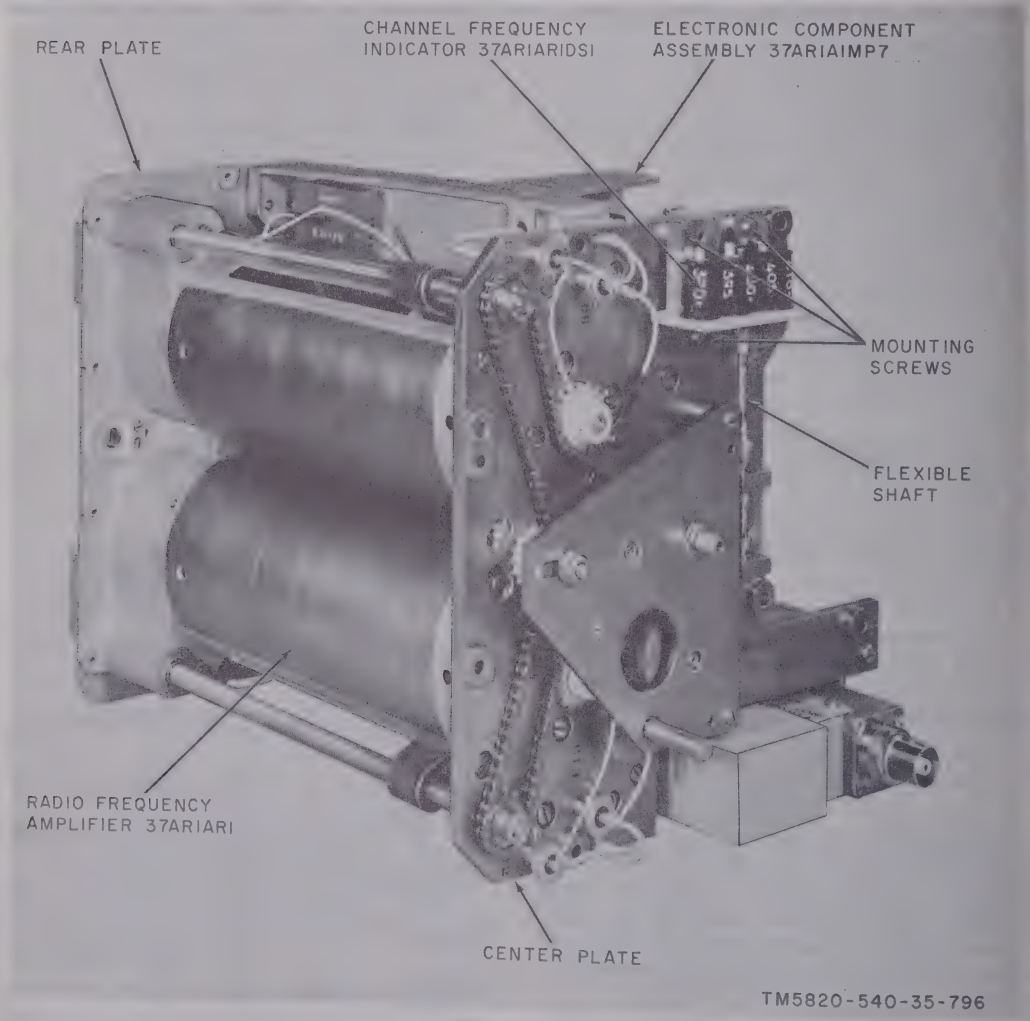

Figure 4–311. Band II Transmitter RF head, front view, front panel removed.
(1) Remove control panel 37MP1 as described in paragraph 4–142.
(2) Reconnect the XMTR TUNE knob to the shaft of the XMTR TUNE control. Turn the XMTR TUNE control fully clockwise to the stop.
(3) Locate the channel frequency indicator (fig. 4–311). Remove the three red-circled screws that secure the channel frequency indicator to the chassis.
(4) Grasp the channel frequency indicator and slide it sideways to disengage the flexible shaft from the hexagonal shaft. Remove the defective channel frequency indicator.
(5) Remove the flexible shaft from the defective channel frequency indicator by removing the straight pin through the end of the shaft.
(6) Slide the flexible shaft on to the hexagonal shaft.
(7) Turn the replacement channel frequency indicator until the white cross hatch (above channel 1010) on the tape is aligned with the calibration mark (notch) on the frame.
(8) Slide the replacement channel frequency indicator sideways to connect the shaft of the channel frequency indicator to the free end of the flexible shaft.
(9) Secure the channel frequency indicator with the three screws removed in *a*(3) above.
(10) Position the flexible shaft midway between the channel frequency indicator and the hexagonal shaft. Secure the flexible shaft to the channel frequency indicator using setscrews. (Do not drill and pin flexible shaft in position at this time.)